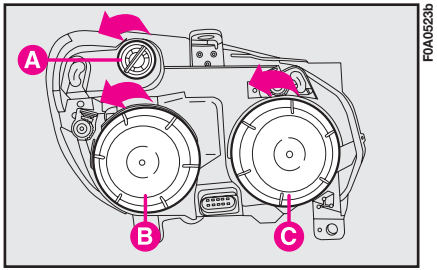

fig. 18
1) Enlever le couvercle de protection **C-fig. 18** en le tournant dans le sens inverse des aiguilles;
1) Enlever le couvercle de protection **B-fig. 18** en le tournant dans le sens inverse des aiguilles;
1) Tourner le porte-lampe sur lui-même **A-fig. 18** et le dégager.